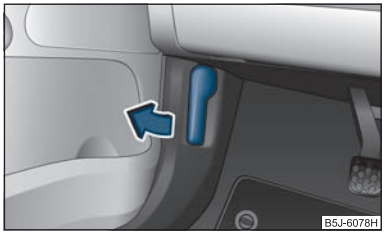

Fig. 134 Bonnet release lever
- Pull the unlocking lever on the left below the dash panel ⇒ fig. 134.
- Unlock the bonnet ⇒ fig. 134.